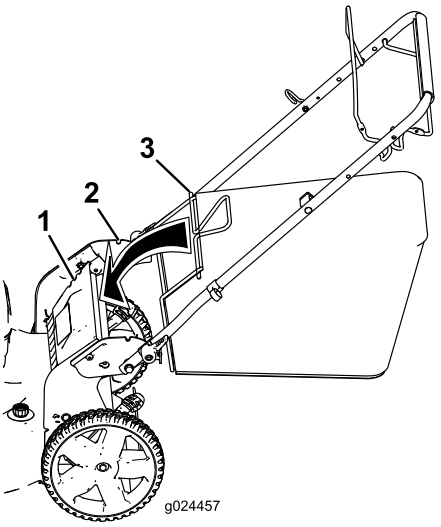

Rysunek 15
1. Podnieś i przytrzymaj w górze tylny deflektor (Rysunek 15).
2. Zamontuj worek na trawę, pilnując, aby bolce worka opierały się o wycięcia w uchwycie (Rysunek 15).